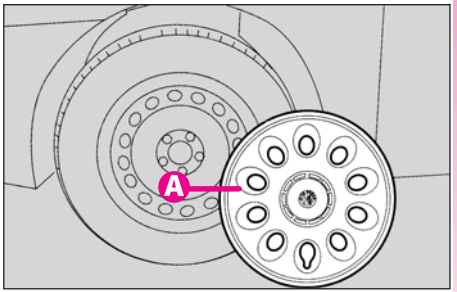

fig. 4
-îndepărtați capacul roții (**A-fig. 4**) (doar la modelele cu jantă de oțel).